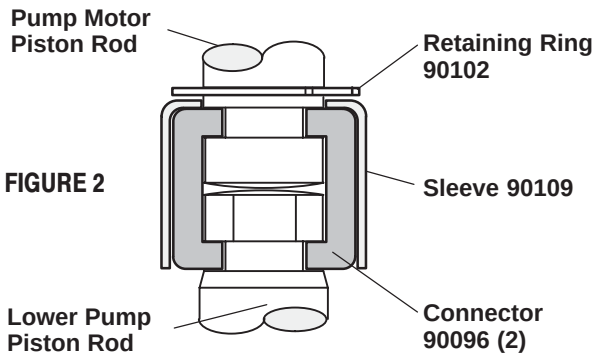

FIGURE 2
4. Using e-ring pliers, slide the retaining ring up far enough to allow the sleeve to move upward and release the two connectors. (Fig. 2)